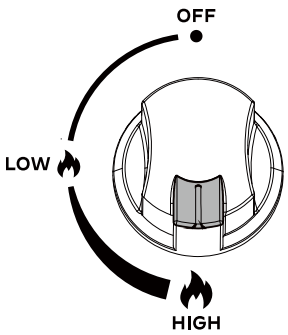

Figure 3
6. After the fire pit lights, release the igniter button but keep holding the control knob for 3–5 seconds to heat up thermocouple. Then release it. To increase the flame, turn the control knob counterclockwise in the direction of the “HIGH” position (Figure 3).